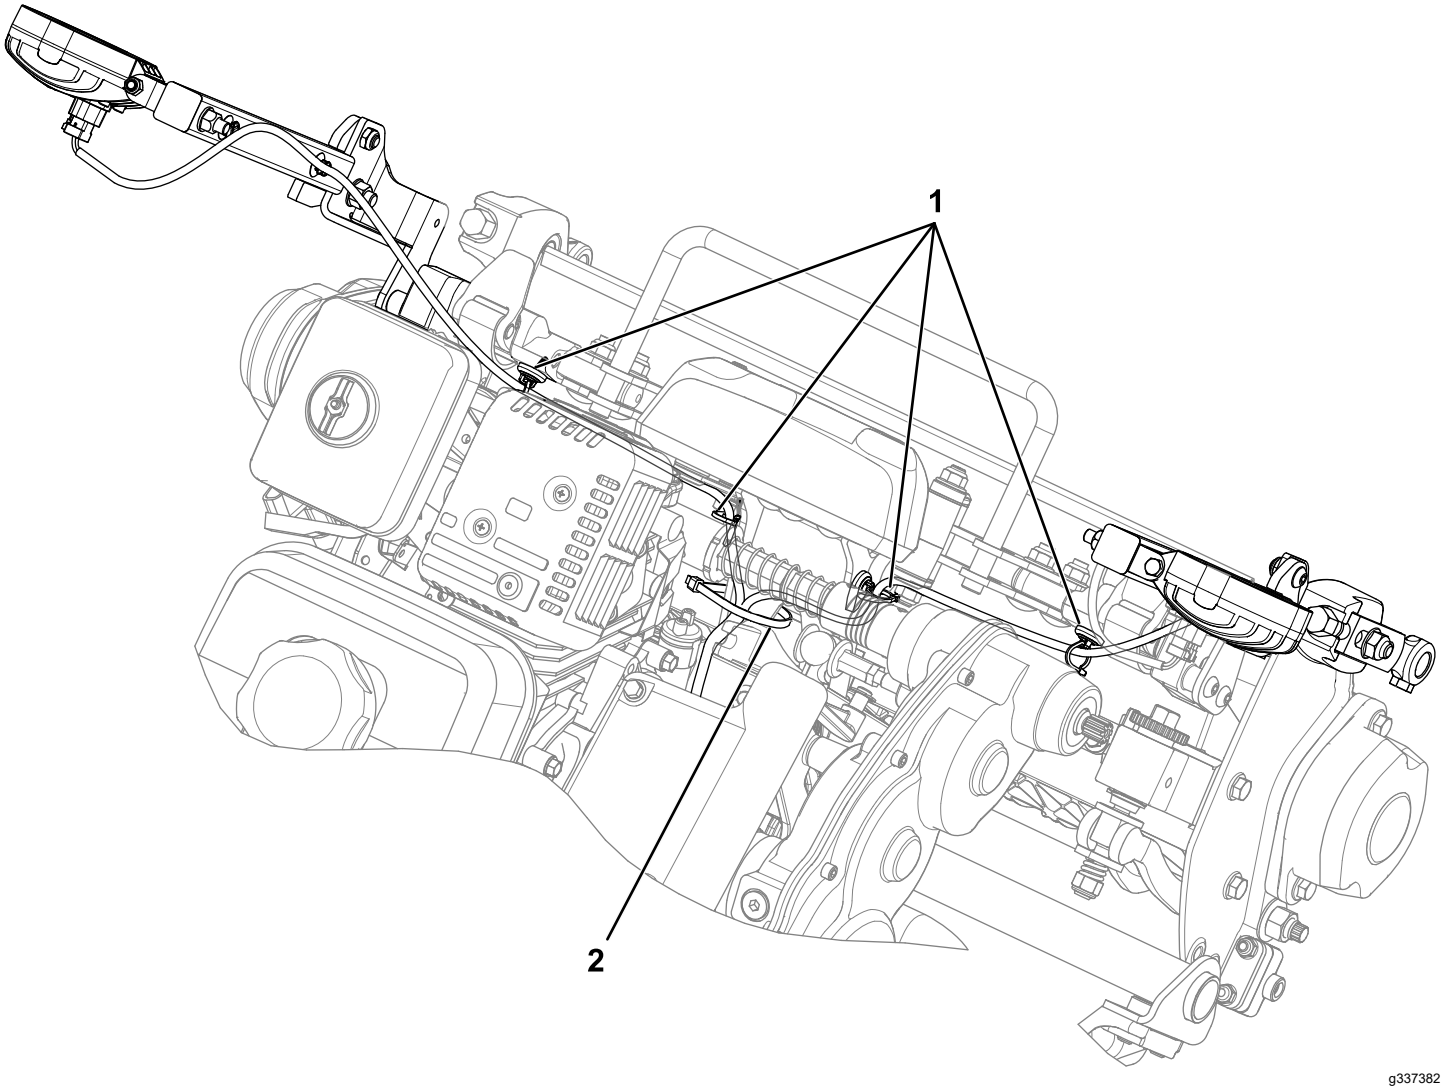

Figur 5
3. Monter ledningssatskoblingene på rammeområdene som vist i Figur 5.
4. Fest ledningssatsen til ledningssatskoblingene (Figur 5).
6. Bruk et kabelfeste til å feste ledningssatsen til rammen (Figur 5).